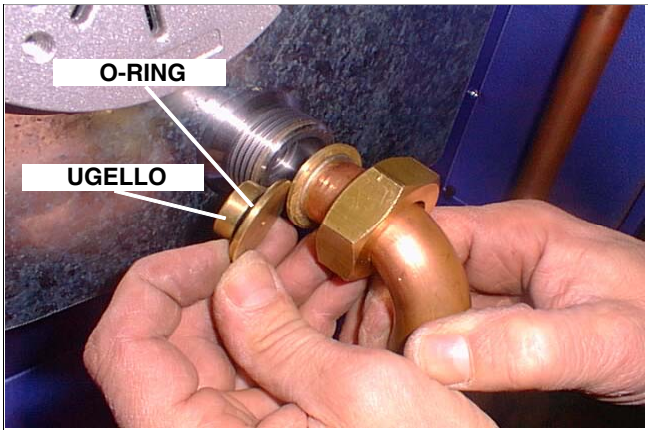

FIGURA 23 – SOSTITUZIONE UGELLO
D) Scostare il tubo gas ed estrarre l'ugello, aiutandosi eventualmente con un cacciavite per fare leva (vedi FIGURA 23).